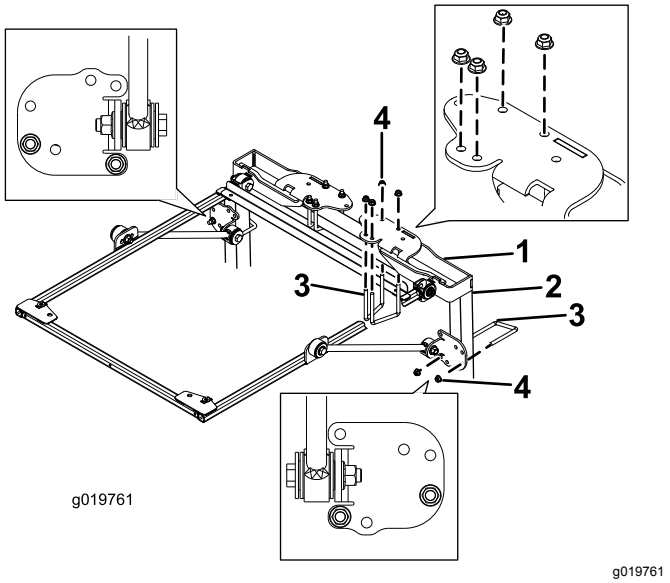

Figure 3
4. Placez les supports de montage du système ROPS en haut de l'arceau de sécurité du groupe de déplacement (Figure 3).
5. Utilisez les trous indiqués à la Figure 3 pour fixer chaque support de montage du système ROPS au sommet de l'arceau de sécurité à l'aide de 2 étriers filetés (4") et de 4 écrous à embase.
6. Utilisez les trous indiqués à la Figure 3, pour fixer légèrement chacun des supports de raidisseur aux montants de l'arceau de sécurité à l'aide d'un étrier fileté (4") et de 2 écrous à embase.